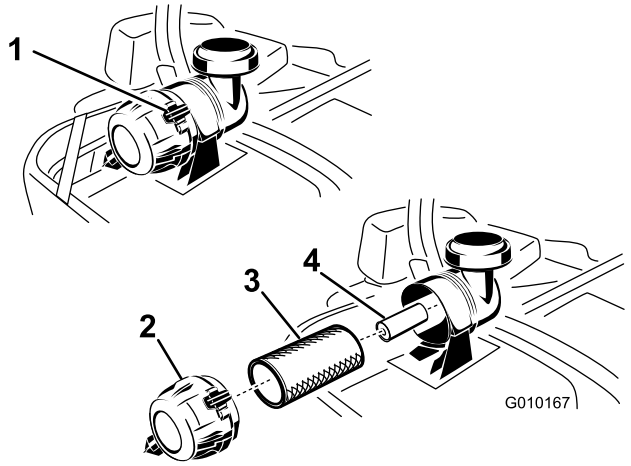

Figuur 51
3. Druk omlaag om de bevestigingsklemmen van het luchtfilter te openen en trek het luchtfilterdeksel van de behuizing van het luchtfilter (Figuur 51).
5. Schuif het filter voorzichtig uit de luchtfilterbehuizing (Figuur 51). Zorg ervoor dat u niet met het filter tegen de zijkant van de luchtfilterbehuizing stoot.
1. U mag het papierfilter niet reinigen; vervang het(Figuur 51).
2. Als u het hoofdfilter vervangt, schuif het dan voorzichtig in de filterbehuizing (Figuur 51).
3. Schuif het voorfilter voorzichtig over het hoofdfilter (Figuur 51). Zorg ervoor dat het filter volledig vastzit door de buitenring van het filter tijdens de montage aan te drukken.
4. Plaats het luchtfilterdeksel met het ontluchtingsventiel omlaag en draai het zo dat de bevestigingsklemmen het deksel op de juiste plaats vergrendelen (Figuur 51).